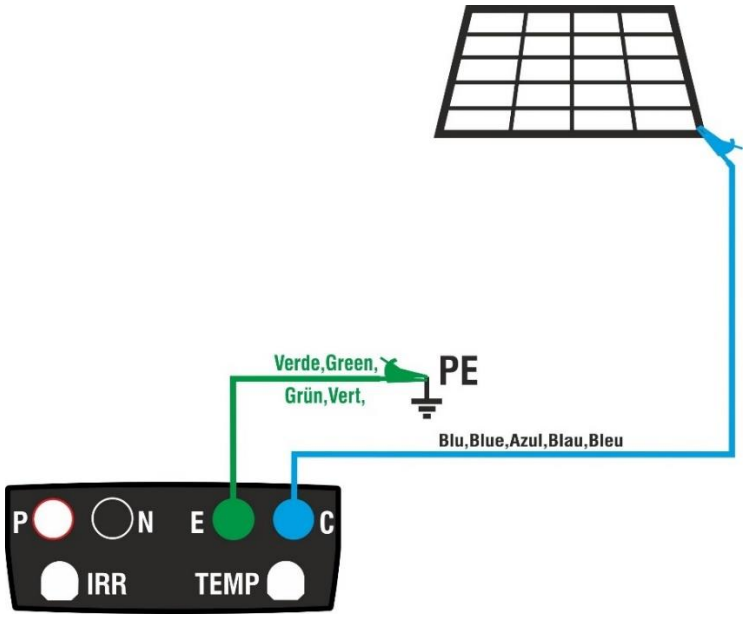

Abb. 6: Verbindung des Instruments für den Durchgangstest an Strukturen der PV-Anlage
5. Verbinden Sie das Instrument mit dem zu messenden PV Modul/String und mit dem Haupt-Erdungsknoten des Systems, wie in der Abb. 6
8. Verbinden Sie das Instrument mit dem zu messenden PV Modul/String und mit dem Haupt-Erdungsknoten des Systems, wie in der Abb. 6